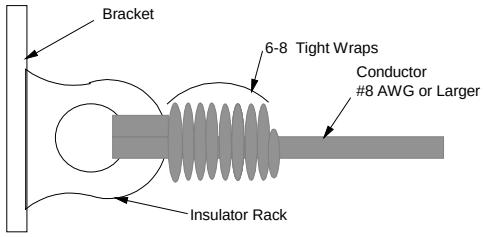

Fig 1-5 Dead End Tie
a. Dead end ties work like an anchor point where stress and tension are unavoidable. To make a dead end tie, you only need the insulator rack and the conductor as shown in figure 1-5.
b. To make a dead end tie you need to wrap the conductor around the insulator twice. Once this is accomplished, you then need to wrap the remaining conductor around the supporting conductor several times to ensure a firm tie as shown in figure 1-5.